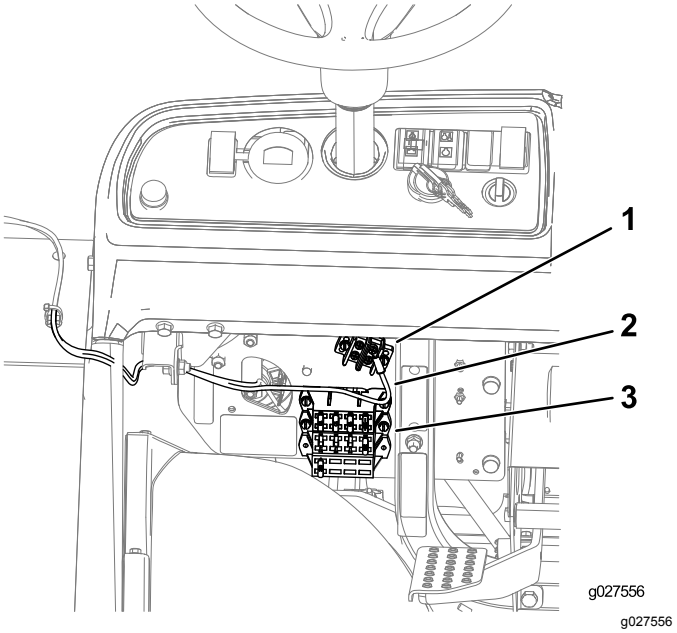

Figur 13
2. **För Workman-maskiner i serierna MD/MDX/MDXD:** Anslut ringkopplingen på kablaget till jordblocket och sätt i säkringsblockets kontakt i ett tillgängligt uttag i säkringsblocket (Figur 13).